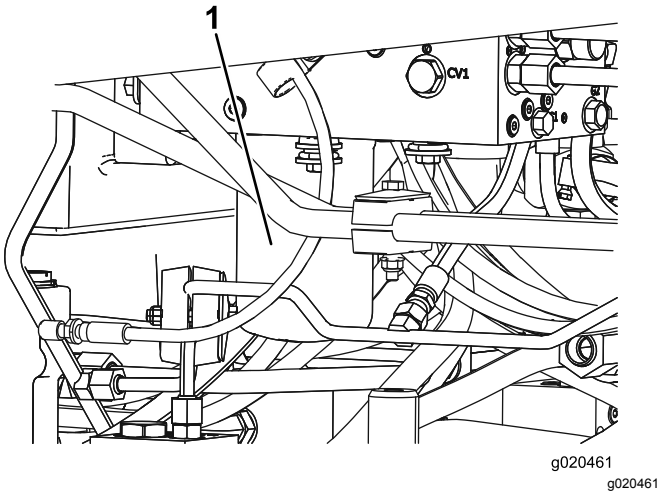

Figuur 69
7. Doe hetzelfde met het andere filter (Figuur 69).